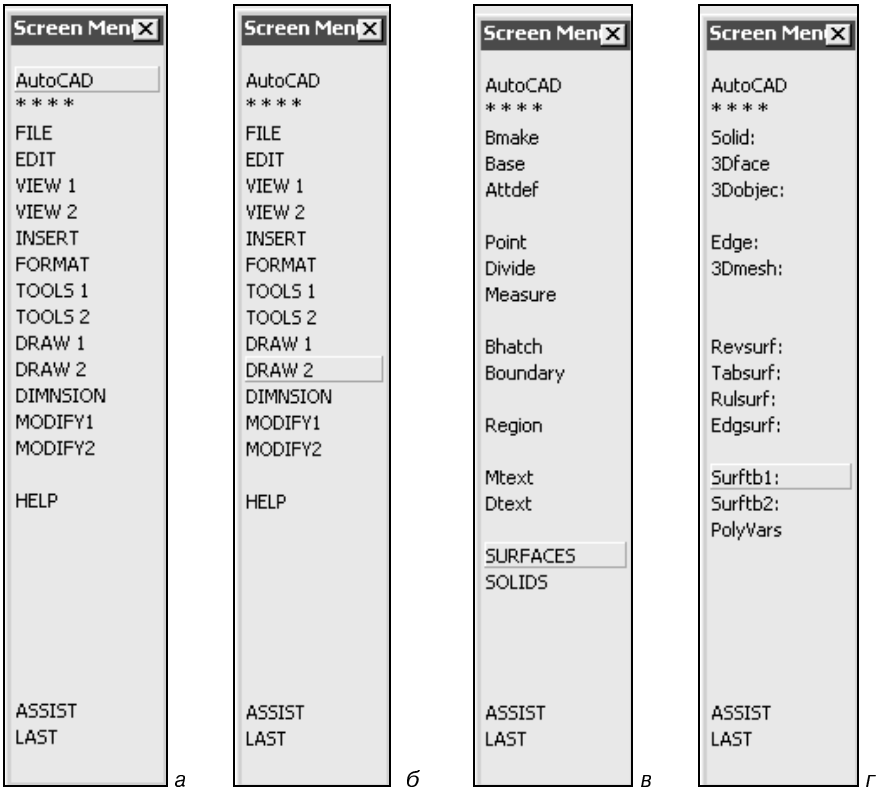

Рис. 2.7. Использование экранного меню для задания значений переменных **SURFTAB1** и **SURFTAB2**
- **AutoCAD** (вызов корневого меню) (рис. 2.7, *а*);
- **DRAW2** (РИСУЙ2) (рис. 2.7, *б*);
- **SURFACES** (ПОВЕРХН) (рис. 2.7, *в*);
- **Surftb1** (рис. 2.7, *г*).